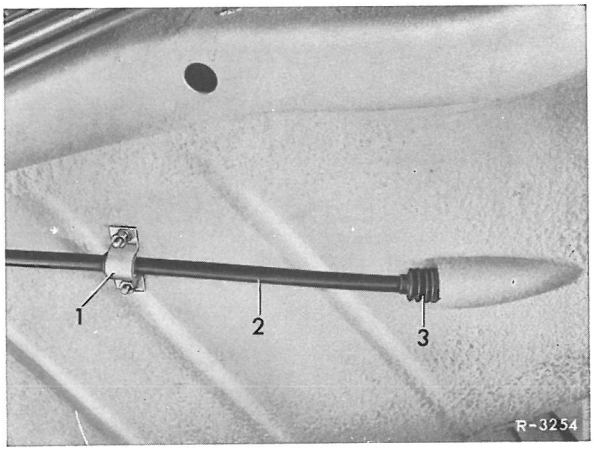

Fig. 42-14/4
1 Fjeder (14) på udligningsarmen (5) hægtes af. Indstillingsskrue (8) på indstillingsbøjlen (7) skrues helt tilbage. Mellemarm (6) på holder (10) hægtes af og tages fra på indstillingsbøjlen (fig. 42-14/3).